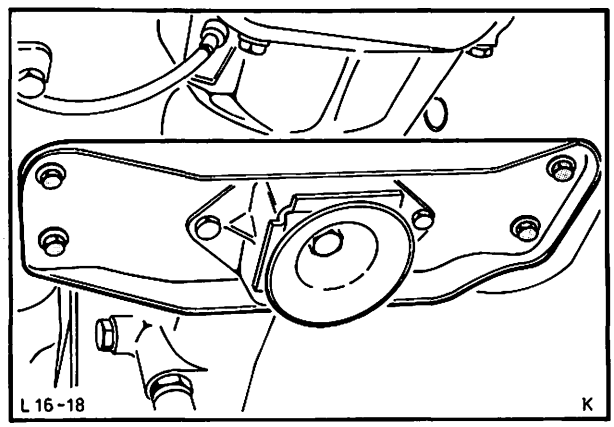

Abb. 24 Getriebetraverse
11. Getriebetraverse an Getriebe und Bodengruppe anbauen, Abb. 24. Schrauben mit vorgeschriebenem Drehmoment festziehen.